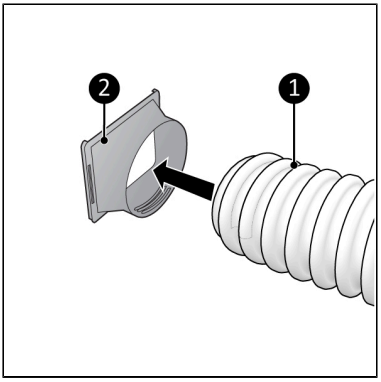

Figure 59.
1. Reliez le raccordement du flexible (Figure 59, pos. 2) à une extrémité du flexible de sortie d'air chaud (Figure 59, pos. 1).